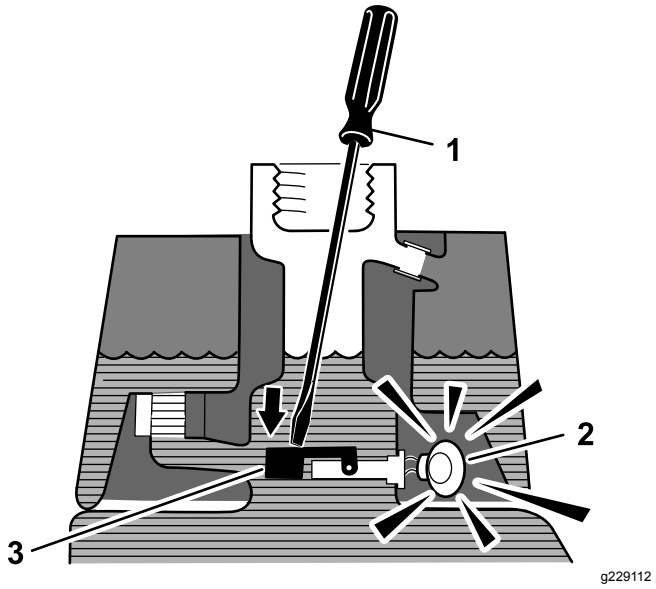

Figur 49
3. Sæt en ren stang eller skruetrækker ind i tankens studs, og tryk forsigtigt ned på svømmerkontakten (Figur 49). Alarmen bør lyde efter et sekunds forsinkelse.